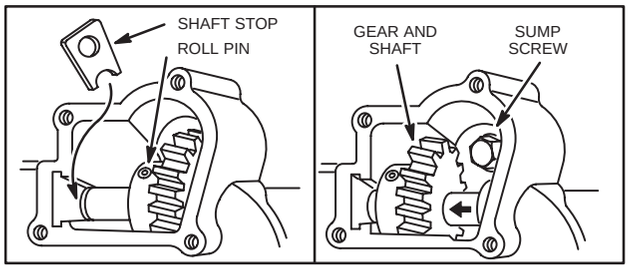

Fig. 154 – REMOVE AND INSTALL SUMP SCREW
3. Lift out shaft stop, Fig. 154.
NOTE: Sump is held on by six screws. Five screws are exposed. The sixth screw is under the auxiliary drive cover, Fig. 154.
2. Remove cover and lift out shaft stop, Fig. 154.